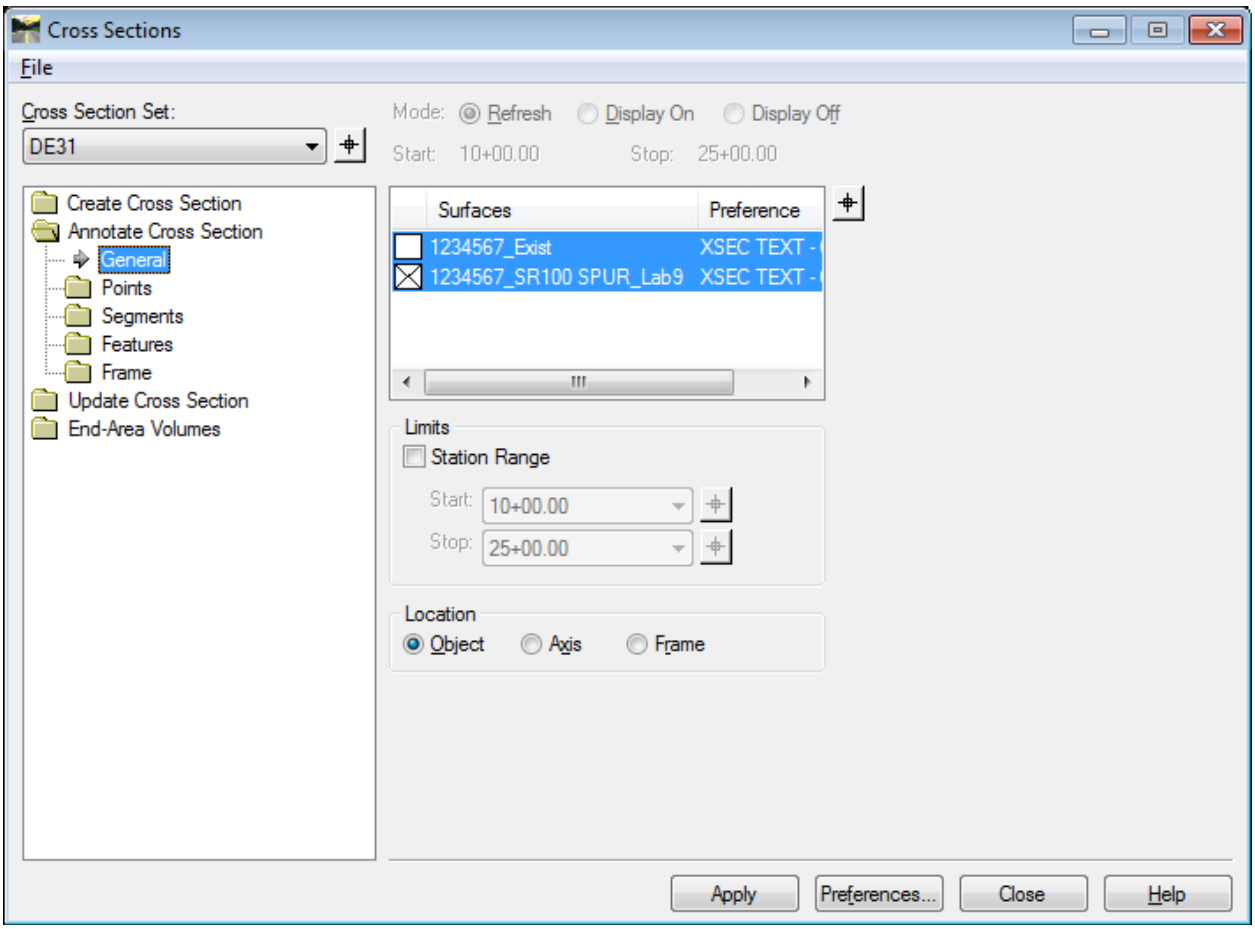

Figure L9-16 Annotate Cross Section
34.	**Even though the Settings have been loaded to Label the Proposed Profile Grade Elevations, the Surface to be Labeled must still be selected. Select the Surface '1234567__SR100 SPUR_Lab9' and Unselect the Surface '1234567_Exist'.** • In the **Annotate Cross Section** folder, ensure the **General** tab is the active tab. • Place a check in the check box for the Surface **1234567_SR100 SPUR_Lab9** as shown in *Figure L9-16*. • Ensure the Surface **1234567_Exist** does **not** have an **X** in the check box as shown in *Figure L9-16*. • Do **not** click **Apply**. Proceed to **Step 35**.